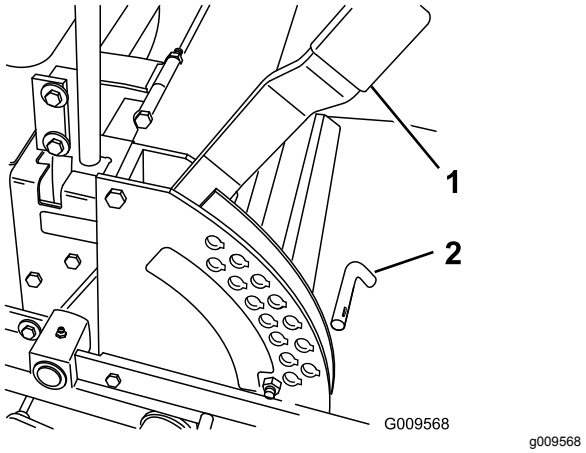

Figur 18
1. Hæv klippehøjdehåndtaget til positionen TRANSPORT (også 127 mm klippehøjdepositionen) (Figur 18).
2. Du kan justere klippehøjden ved at fjerne pinden fra klippehøjdebeslaget (Figur 18).
3. Vælg et hul i klippehøjdebeslaget, som svarer til den ønskede klippehøjde, og sæt pinden i (Figur 18).